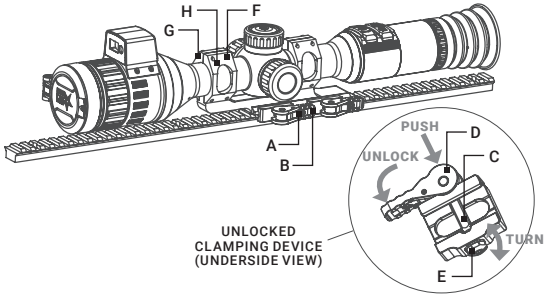

FIGURE 2-6. INSTALLATION WITH QUICK RELEASE MOUNT
The Spectrum LRF 4K scope be can mounted on a Picatinny/Weaver rail using quick release (QR) mount (Figure 2-6).